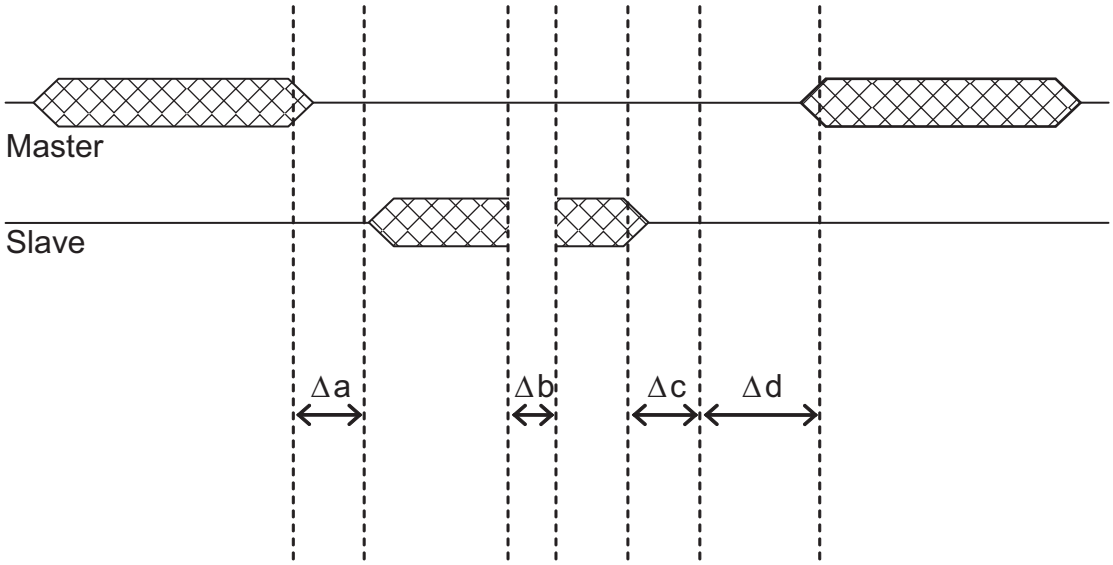

Figure 121: Modbus RTU Timing Diagram
- The timeouts and gaps for data transmission, see Figure 121 *Modbus RTU Timing Diagram* on page 108.
Each slave entry identifies how the drive can reach the slave, its unit ID, data representation and Modbus specific timing attributes, see Figure 121 *Modbus RTU Timing Diagram* on page 108 for more details.